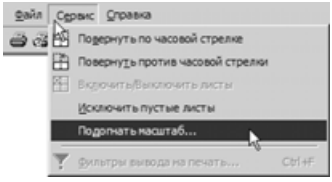

Рис. 2.136
- Подобрать оптимальный масштаб вывода можно с помощью команды **Подогнать масштаб** меню **Сервис** (рис. 2.136).